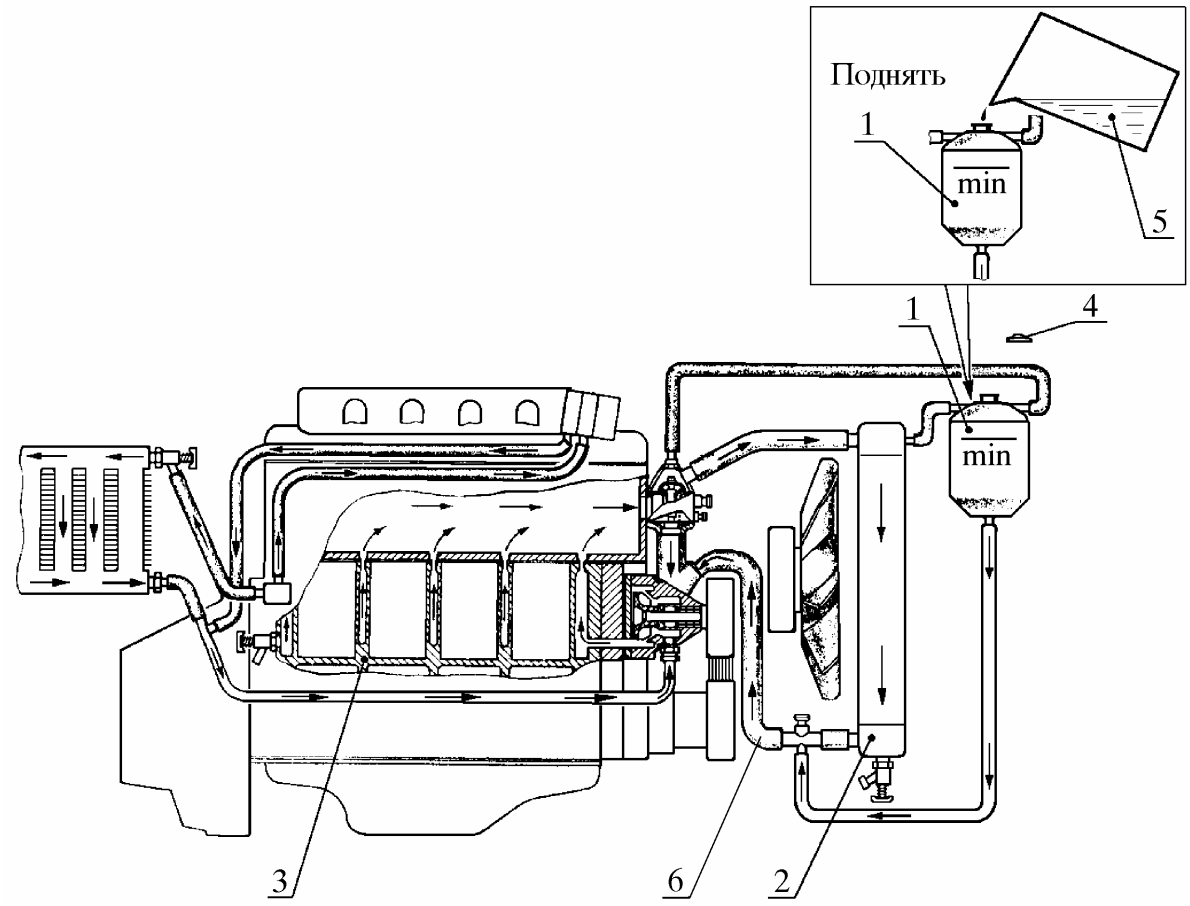

Рис. 46. Заполнение системы охлаждения двигателя охлаждающей жидкостью:
5.21.2.2. Поднять расширительный бачок 1 (рис. 46) над двигателем на максимальную высоту (насколько позволит длина шлангов).